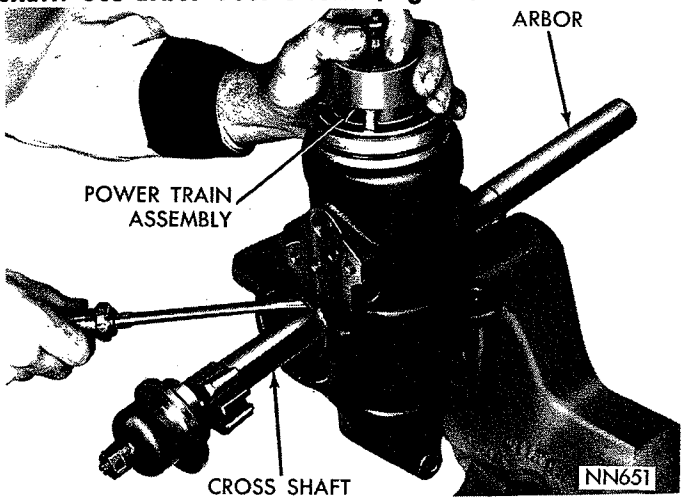

*Fig. 12—Removing Power Train*
(9) While holding power train firmly compressed, pry on piston teeth with a screw driver using gear shaft as a fulcrum and remove complete power train (Fig. 12).